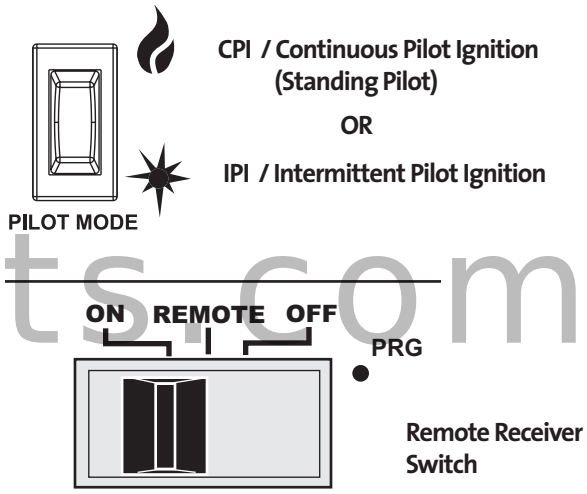

Figure 35b. Initial system settings.
3. **Slide the Remote Receiver switch to the ON position.** The ignitor will generate spark in either IPI or CPI pilot modes. See fig. 35b.